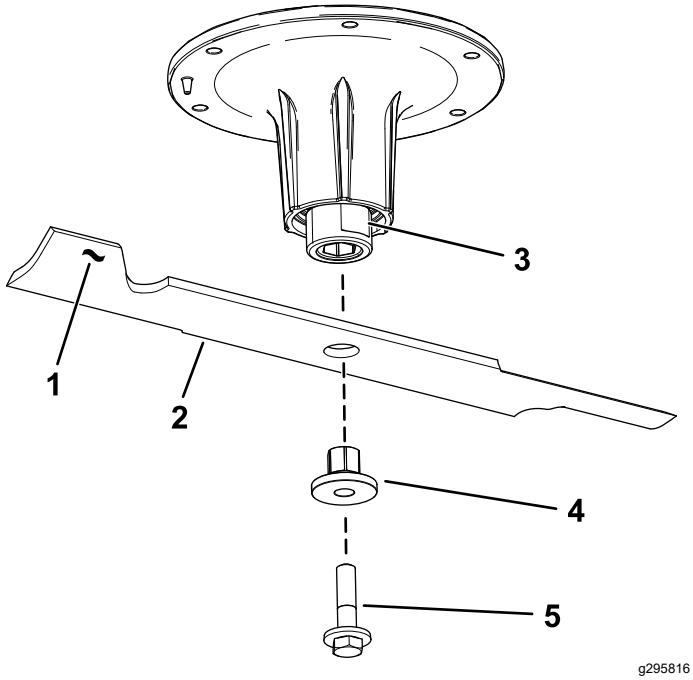

**Figur 107**
2. Fjern skæreknivsbolten, bøsningen og skærekniven fra spindelakslen (Figur 107).